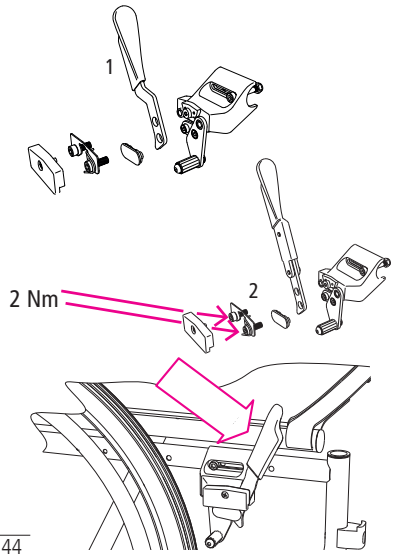

afb. 44
1. Demonteer de standaard remhendel volledig, zoals te zien in de afbeelding (1, afb. 44).
2. Monteer nu het remverlenger (2, afb. 44), in omgekeerde volgorde op de stoel.